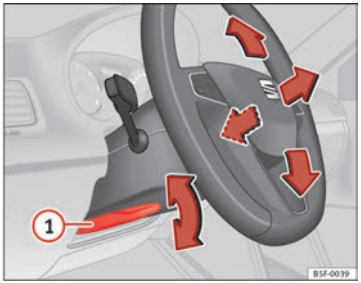

Fig. 89 Alavanca na parte inferior esquerda da coluna de direcção
– Puxe a alavanca (1) ⇒ Fig. 89 para baixo ⇒ ⚠